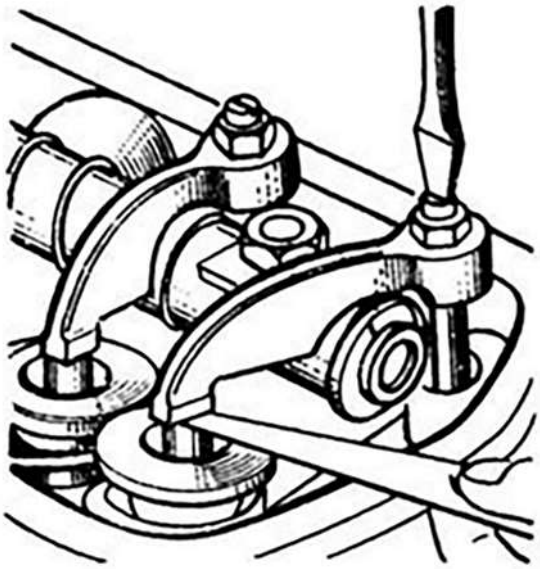

Рис.4-3. Регулировка зазоров впускного и выпускного клапанов механизма газораспределения
3. Если данные измерений не соответствуют рекомендациям, клапаны следует отрегулировать. Для этого необходимо ослабить стопорную гайку винта коромысла, повернуть винт на некоторый угол, затянуть стопорную гайку. Произвести измерения зазора в клапанах (рис.4-3).